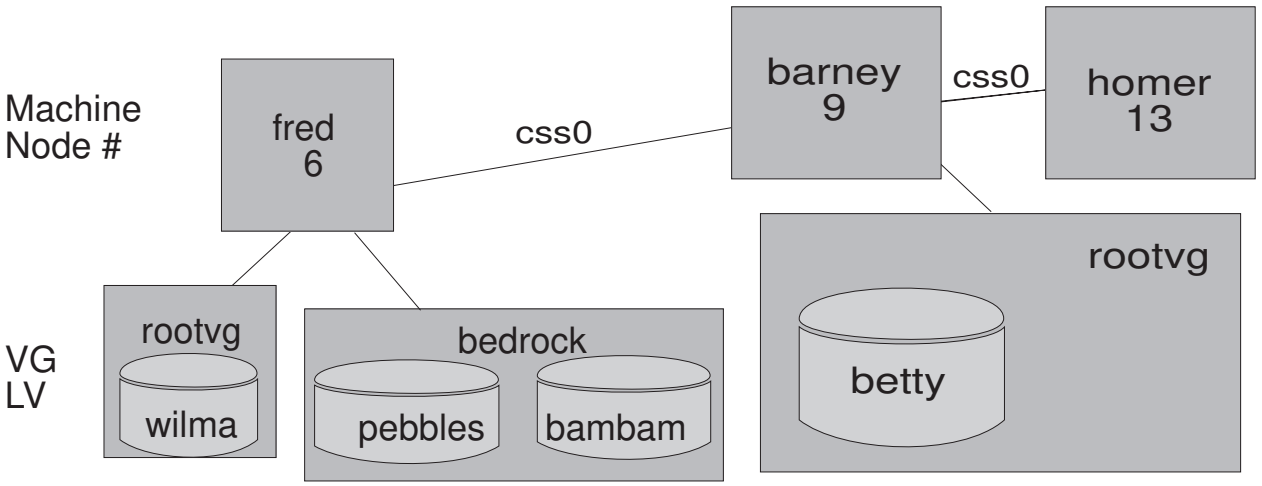

Figure 75. An example of defining IBM Virtual Shared Disks
1. Identify the logical volumes being turned into IBM Virtual Shared Disks, the volume groups containing the logical volumes, the nodes the volume groups are on, and the nodes accessing the IBM Virtual Shared Disks. This example assumes that you want the IBM Virtual Shared Disk to use all the machine and LVM resources shown in Figure 75 on page 539. They are not all the machine and LVM resources in the system. We're also assuming the volume groups and logical volumes are already created. You'll probably be creating the volume groups and logical volumes on your system; you must do this before defining the IBM Virtual Shared Disk information.